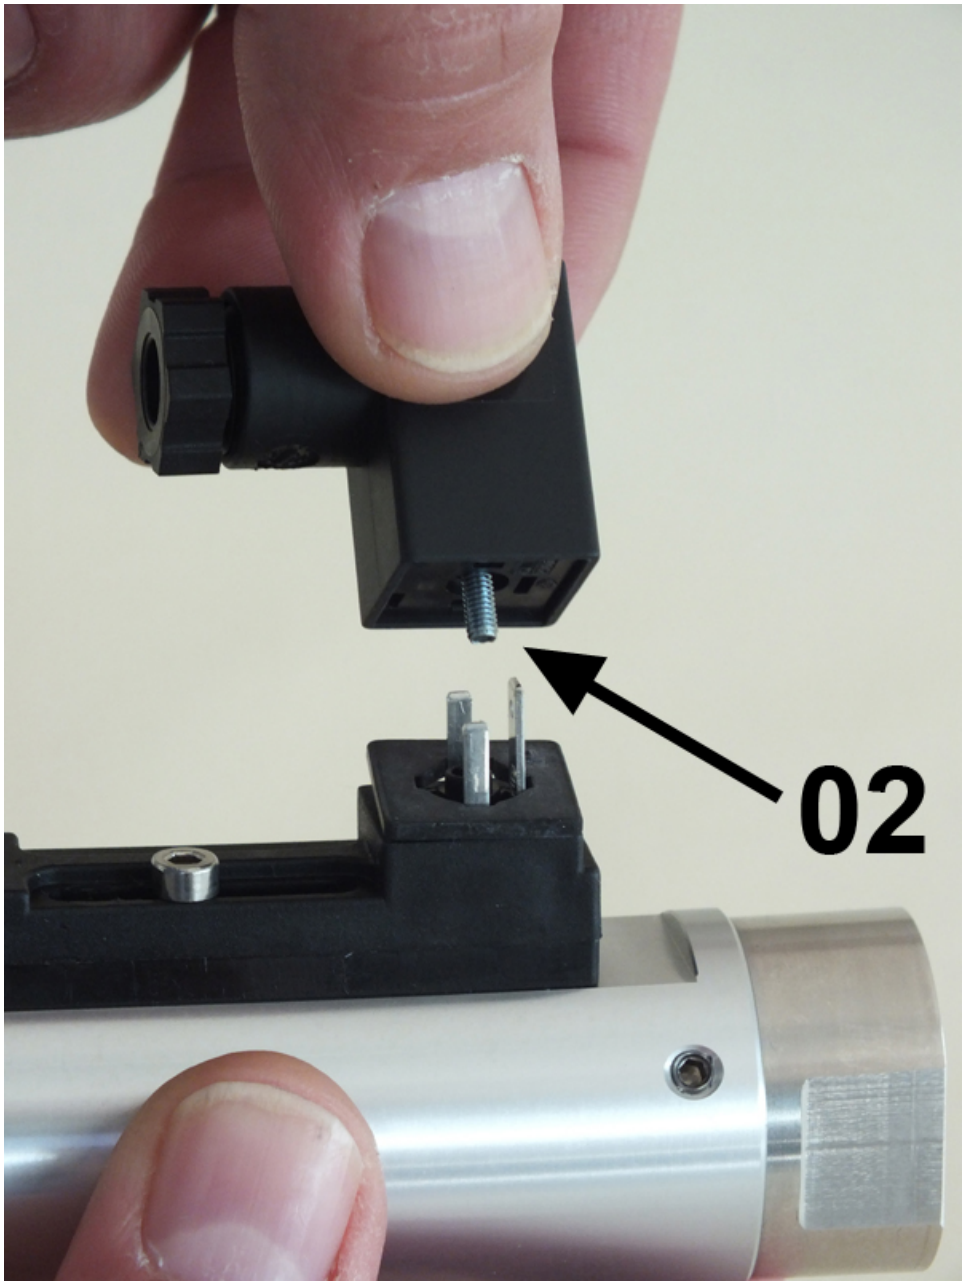

Abb. 22: Steckerdose abziehen
2. Steckerdose (*Abb. 22*/02) abziehen